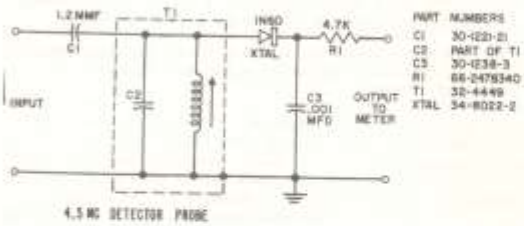

*Figure 1. 4.5 mc Detector Tube*
(1) Inject 4.5 MC AM signal into L43 or use station signal.
(2) Connect 4.5 MC detector (see circuit, figure 1) to L26 (pin 7 of CRT).